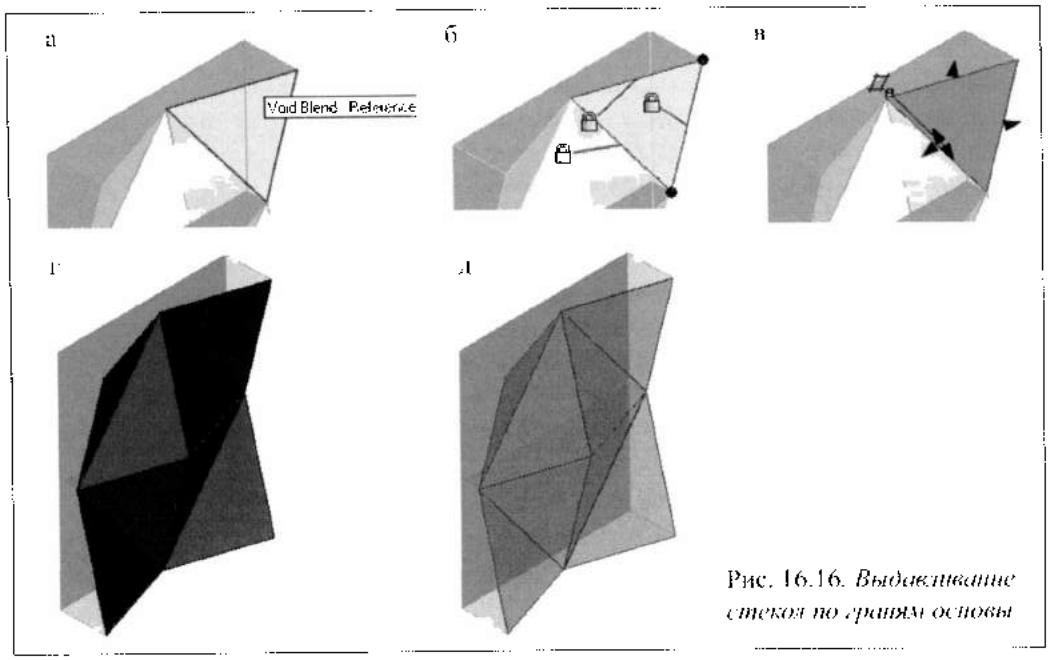

Рис. 16.16. *Выдавливание стекол по граням основы*
6. Построить методом выдавливания по граням основы объемную форму, моделирующую стекло панели (рис. 16.16):